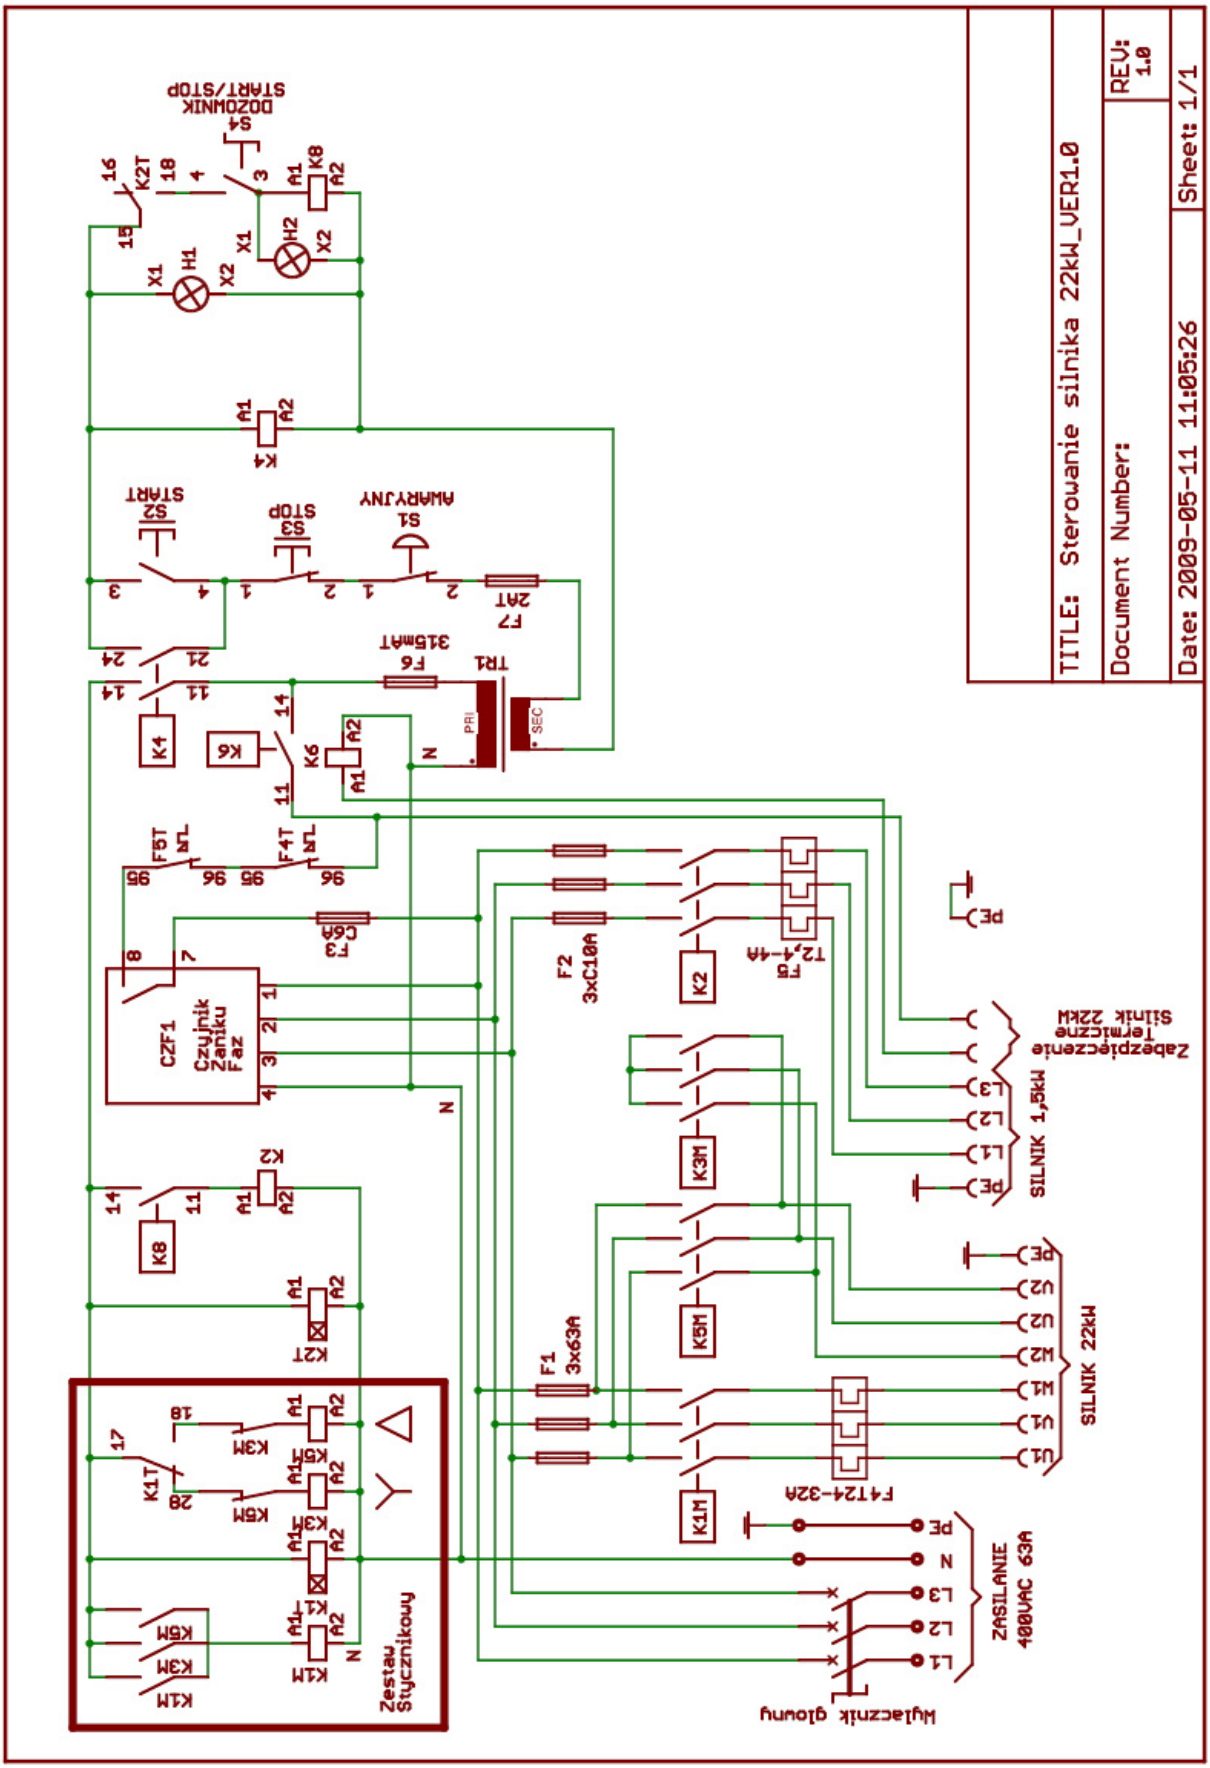

Rys. 4 Schemat instalacji elektrycznej szafy sterowniczej
3. Szafa sterownicza (schemat instalacji elektrycznej szafy – rys.4),